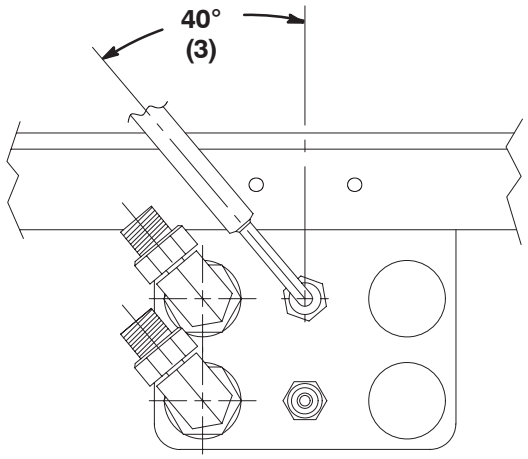

Figure 5
7. Mount 2 new 90° fittings to the bulkhead fittings on the front of the traction unit frame. Orientate the fittings at shown in Figures 5 and 6.